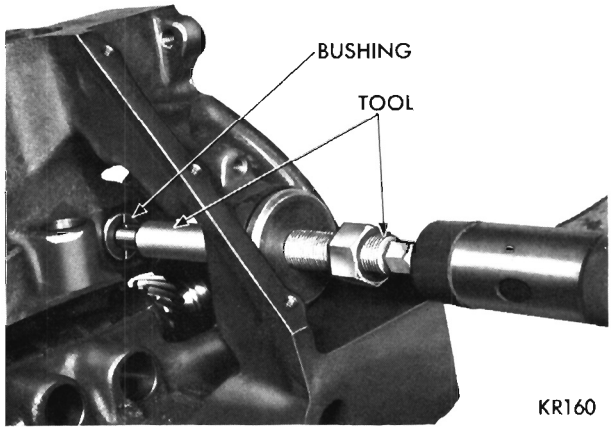

Fig. 28—Installing Distributor Drive Shaft Bushing
(1) Slide a new bushing over burnishing end of Tool C-3053 and insert tool bushing into the bore.
(2) Drive bushing and tool into position, using a hammer (Fig. 28).
(3) As the burnisher is pulled through the bushing by tightening remover nut, the bushing is expanded